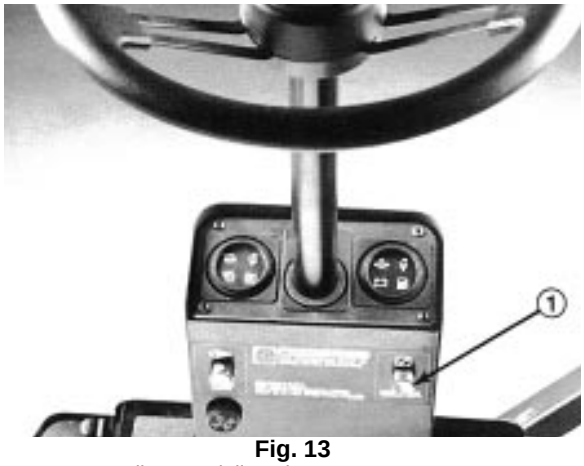

Fig. 13
1. Innestare il freno di stazionamento, girare la chiave di accensione in posizione ON e spingere il bottone delle spie (Fig. 13). Tutte le spie devono accendersi, e suona l'allarme.